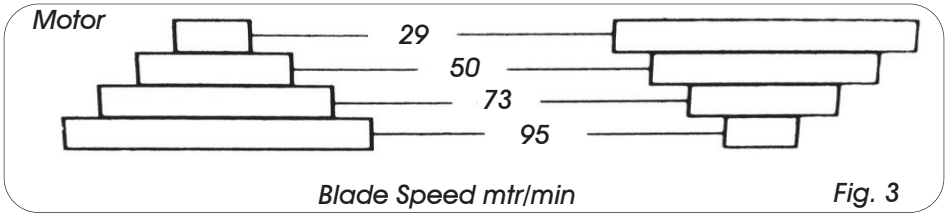

Fig. 3
- Move the belt to the desired speed (Fig.3).